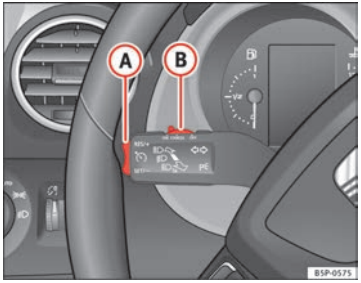

Abb. 156 Blinker- und Fernlichthebel: Schalter und Wippe für die Geschwindigkeitsregelanlage
- Wenn der Hebel (B) ohne bei **OFF** einzurasten auf die Position **CANCEL** gedrückt wird. Nach Ausführen des Befehls **CANCEL** kehrt der Hebel wieder auf seine Ausgangsstellung zurück, sobald er losgelassen wird.
Zur Wiederaufnahme der Regelung lassen Sie das Brems- bzw. Kupplungspedal los oder reduzieren Sie die Fahrzeuggeschwindigkeit auf unter 180 km/h (112 mph) und drücken einmal den oberen Teil der Wippe **RES/+** ⇒ Abb. 156 (A). ■
Durch Verstellen des Bedienteils (B) ⇒ Abb. 156 bis ganz nach rechts (OFF eingerastet) bzw. bei stehendem Fahrzeug durch Ausschalten der Zündung wird das System **vollständig abgeschaltet**.